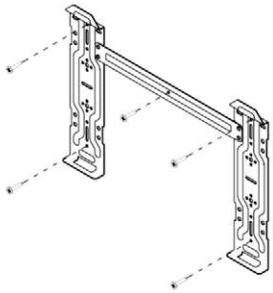

Рисунок 38 - Крепление монтажной пластины к стене помещения
• Крепление внутреннего блока на стене помещения осуществляется с помощью монтажной пластины. Монтажную пластину необходимо закреплять на стене строго горизонтально, используя отверстия в пластине (см. рис. 38).